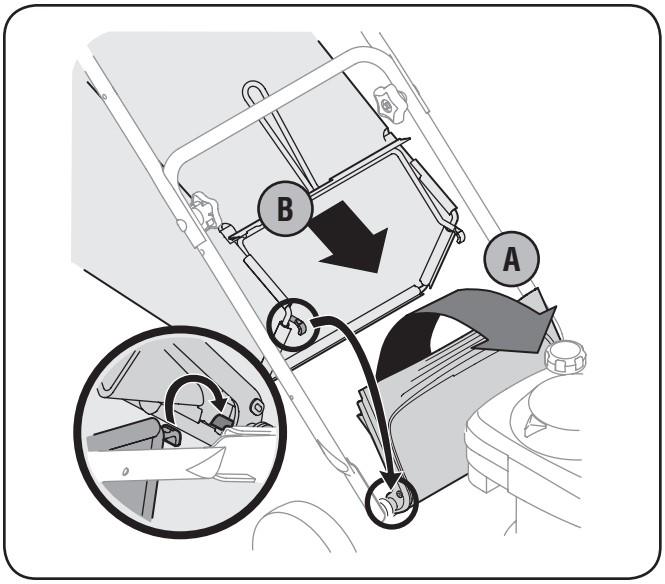

Figure 3-5
a. Lift rear discharge door. See Fig. 3-5.